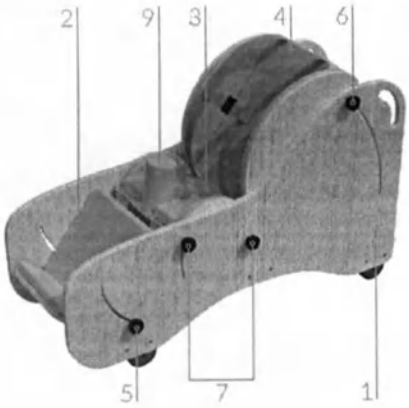

Рис. 2 – Общий вид опоры
Опора (рис. 2) состоит из основания с боковинами (1) на колёсах, к которым крепятся подножка (2), сиденье (3), спинка (4).
Для перевода опоры в положение лёжа (см. рис. 2 и 3) необходимо настроить подножку (2), сиденье (3) и спинку (4) в положение параллельное горизонтальной плоскости с помощью барашков, указанных выше. При эксплуатации опоры спинка используется как для упора спины так и для упора головы в качестве подголовника.